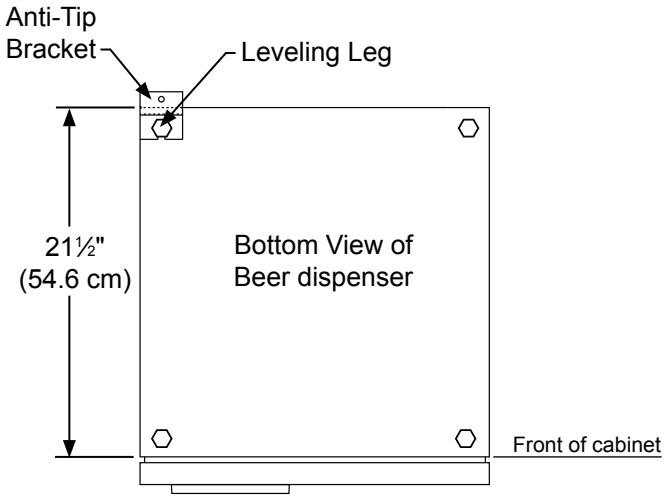

Figure 6
The anti-tip bracket is to be located on the floor in the left or right rear corner of the beer dispenser as shown in Figure 6.
3) Make sure the beer dispenser is in the desired location, then mark on the floor the rear and side corner of the cabinet where the anti-tip bracket will be installed. If the installation does not allow marking the rear corner of the cabinet, then make temporary lines on the floor marking the front corner of the cabinet, excluding the door. Slide the beer dispenser out of the way. From the temporary line extend the sidewall line back 21½" (54.6 cm) as shown in Figure 6.